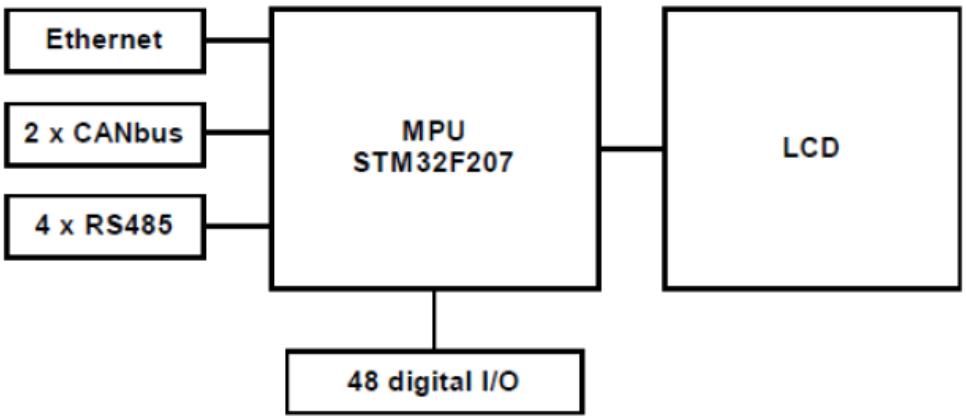

Рис. 3. Блок схема станции управления TX2103 Control Point
1.2.2 Блок схема станции управления TX2103 Control Point приведена на рис. 3.